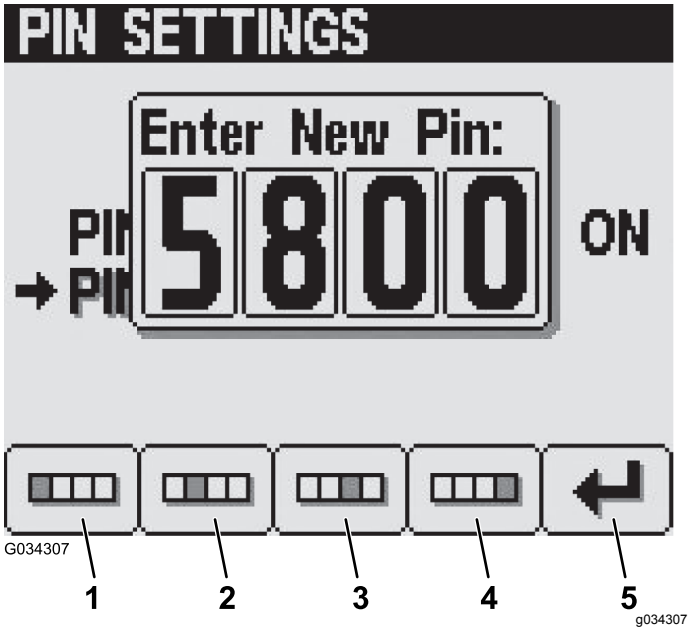

**Рисунок 36**
5. На экране Enter New PIN (Введите новый ПИН-код) введите свой новый ПИН-код из 4 цифр при помощи кнопок с 1 по 4 и затем нажмите кнопку 5, чтобы ввести ПИН-код в память панели инфо-центра (Рисунок 36).